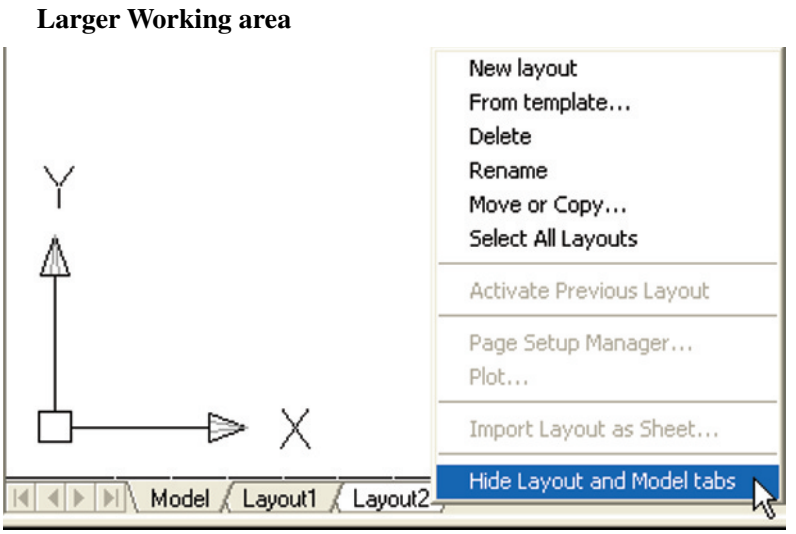

Fig. 1.32 The *right-click* menu from a tab
1. *Right-click* on either the **Model** or a **Layout** tab and, in the menu which appears, select **Hide Model and Layout** tabs (Fig. 1.32). The tabs disappear from the screen. However **Model** and **Paper** can then be selected from the buttons in the status bar (Fig. 1.33) which appears when the tabs are hidden.